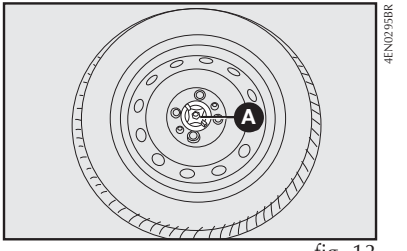

fig. 13
18) Fixar a roda com o dispositivo de bloqueio **A-fig. 13**.